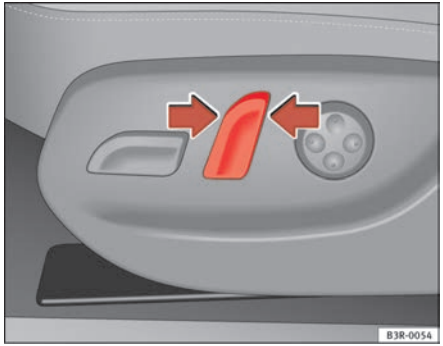

Fig. 107 Front seat: Backrest adjuster switch
– Press the button in the appropriate direction of the arrow ⇒ fig. 107 to adjust the backrest ⇒ ⚠.